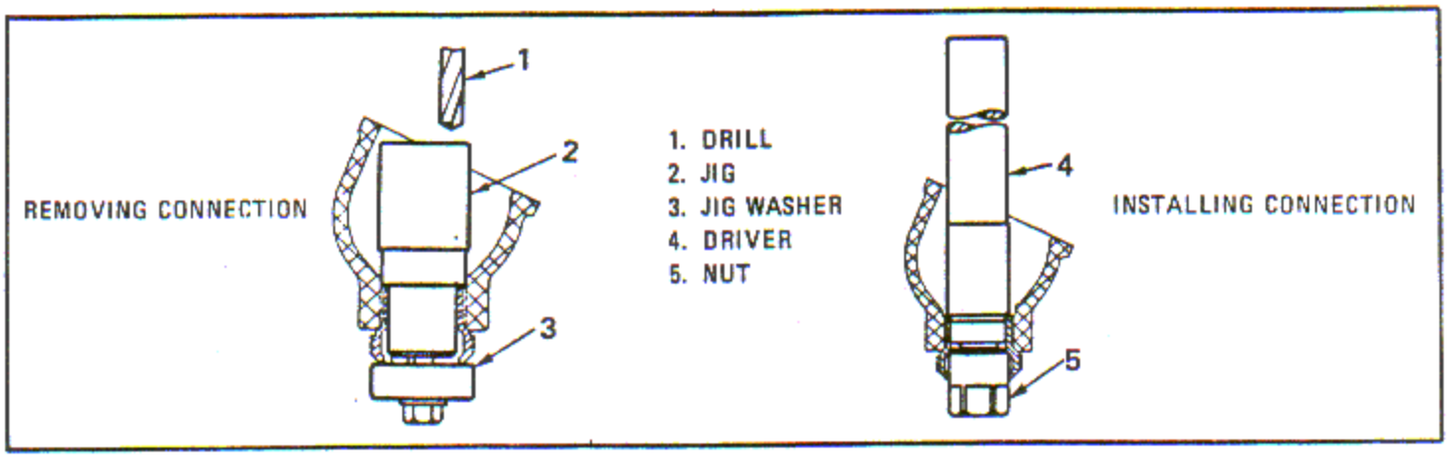

Figure 6-132. Removing and Installing Upper Push Rod Housing Connection
b. Insert jig (2, figure 6-132) through the rocker box opening into push rod housing connection. Place jig washer (3) over screw and clamp the jig in place.
c. Drill through the connection using drill (1). Remove the jig (2).
e. Place a new connection on driver (4) using nut (5). Apply cylinder head thread compound, Gasoila (Federal Process Co., Cleveland, Ohio) or equivalent, to the threads of the connection and to the connection bore.